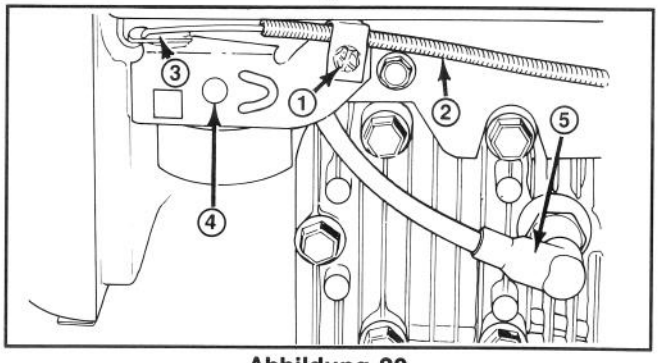
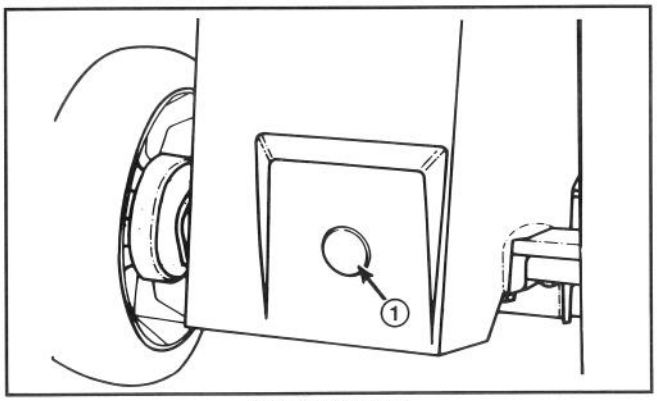

Abbildung 20
Abbildung 28
1. Den Motor abstellen und das Kabel von der Zündkerze abziehen (Abb. 20).
3. Die Schraube der Kabelklemme lösen, bis das Gaszugkabel durchrutscht (Abb. 20). Die Stanzlöcher des Drosselhebels und der Drosselhalterung mit einen 3 mm Stift ausrichten. Die Schraube der Kabelklemme anziehen, um die Einstellung zu sichern.
3. Den Mäher auf die höchste Schnitthöhe einstellen (E).
4. DEN GETRIEBEÖLSTAND PRÜFEN—Den Plastikstopfen aus der Öffnung auf der Rückseite des Mähers ziehen (Abb. 28).